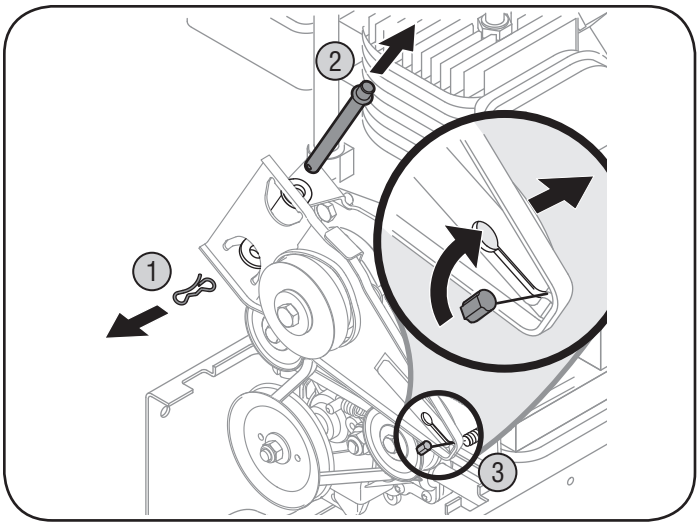

Figura 15
1. Retire el broche de horquilla y gire la varilla alejándola de la unidad. Vea la figura 15.